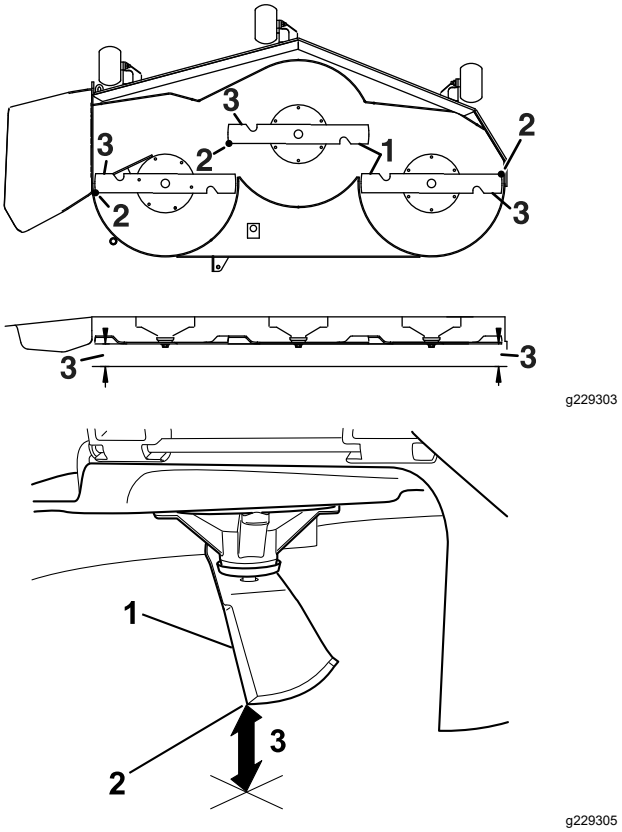

Figur 81
6. Mål mellem knivspidsen og den flade overflade (Figur 81). Hvis målene ikke ligger inden for 5 mm, skal nivelleringen justeres. Fortsæt med denne procedure.
12. Drej forsigtigt skæreknivene fra side til side (Figur 81).